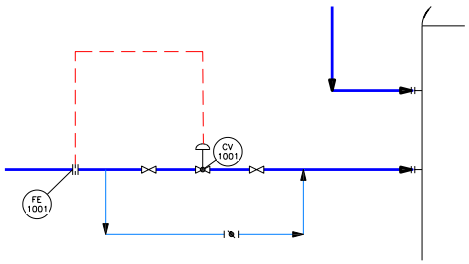

Figure 2-74 *Electric signal created on the feed line*
9. Similarly, create an electrical signal on the pipe connecting the vessel, as shown in Figure 2-74.